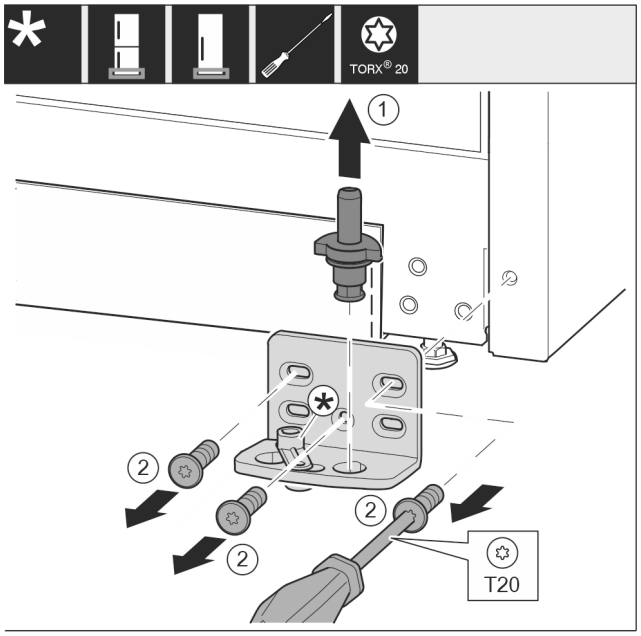

Fig. 15
▶ Retirer entièrement l'axe de palier *Fig. 15 (1)* par le haut.
▶ Desserrer les vis *Fig. 15 (2)* avec un tournevis et retirer le support de palier.